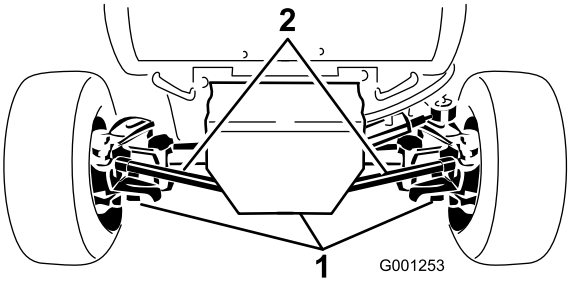

Figur 53
2. Rengjør områdene rundt de tre tappepluggene, én på hver ende og én i midten (Figur 53).